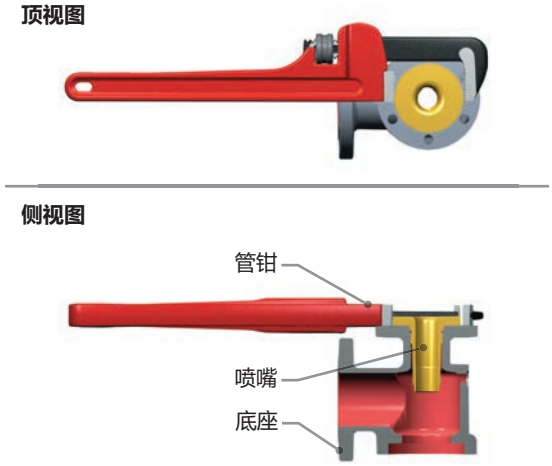

图 20: 从基座拆下喷嘴
19. 在喷嘴法兰上使用大的管扳手，从基座 (1) 上拆下喷嘴 (2)（参见图 20）。